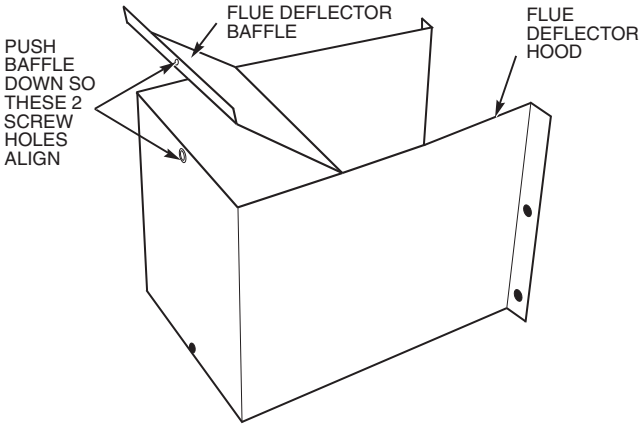
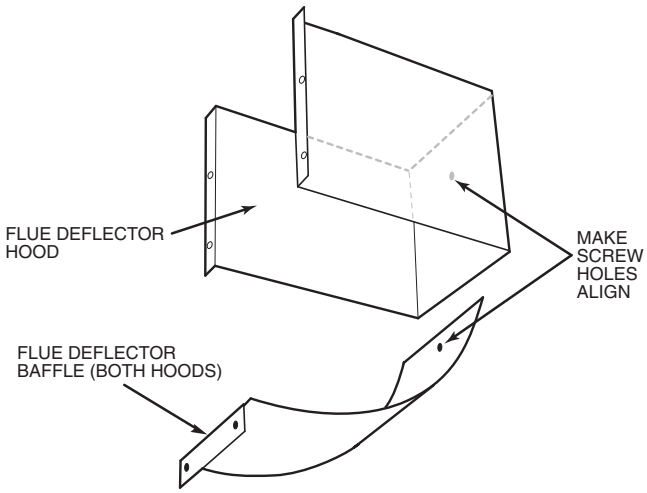

Fig. 62 — Flue Deflector Baffle (V-Type)
Fig. 63 — Flue Deflector Baffle (Curve-Type)
3. Install flue deflector baffle inside flue deflector hood. See Fig 62 for V-type deflector and Fig. 63 for curve-type deflector. For V-type deflector, screw the baffle and hood together with screw provided. Refer to Table 28 for usage.